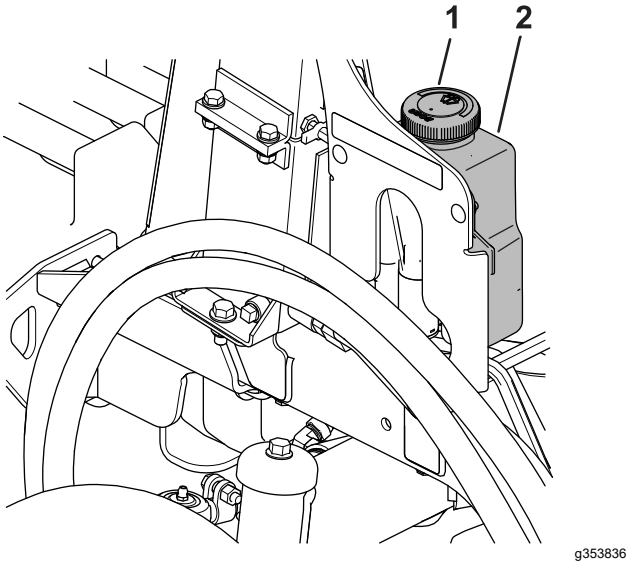

Figura 90
1. Retire el tapón (Figura 90) del depósito.